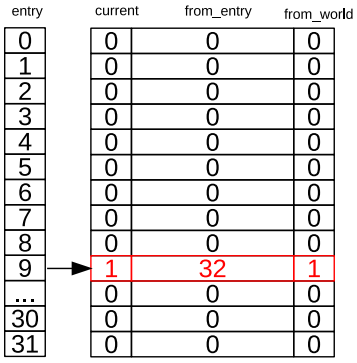

图 15.5-2. 中断嵌套流程示意图 - 9 号入口
1. 首先，9 号入口监测到中断发生。CPU 开始执行 9 号中断的入口地址时，世界切换记录表更新如图 15.5-2 所示：